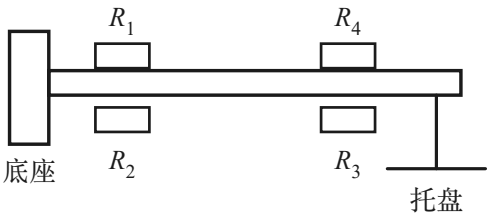

图 1 带托盘的差动全桥悬臂梁
2、带托盘的差动全桥悬臂梁。导体或半导体材料受到外力作用而产生机械变形时，材料的电阻值会随之发生变化，利用这种现象工作的传感元件称为电阻应变片。在一定条件下，应变片的阻值变化与应变片的纵向长度变化量成正比，而在弹性限度内此纵向长度变化量又与所受外力成正比。因此，可以用来测量力的大小。一中空的金属梁，上下两表面分别粘贴电阻应变片，便构成了图 1 所示的悬臂梁结构，它是常用的测力装置。使用时，一端固定于底座，另一端（可上下自由活动）与托盘固连作为承重端。